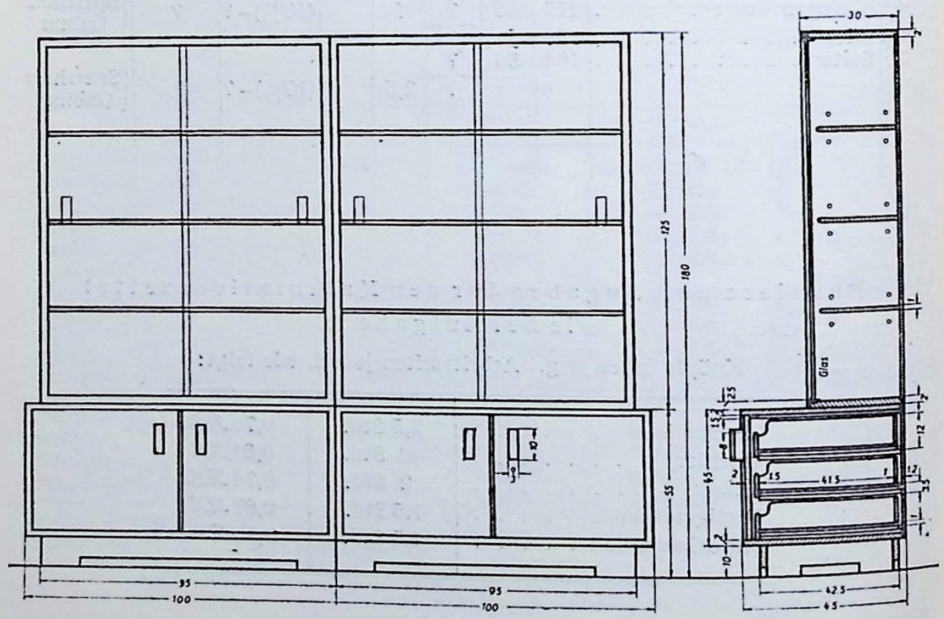

Abb. 76.
7. Berechne den **Verkaufspreis für den doppelten Bücherschrank** in Eiche (Abb. 76 Seite 58)!
Holzliste für den doppelten Bücherschrank in Eiche (Abb. 76).